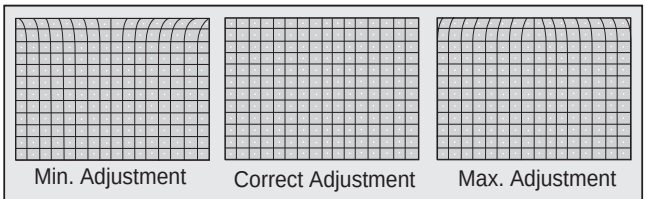

Figure 39. **Top Adjustment**
2. Adjust “TOPG” to straighten upper lines (See Fig. 39)